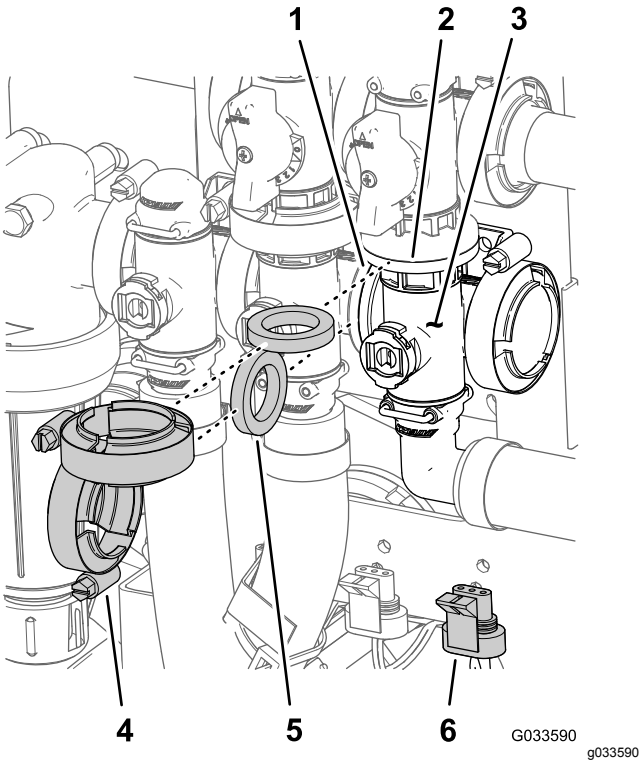

Figur 114
1. Fjern flensklemmene og pakningene som fester manifolden for hovedbomventilen (Figur 114) til omløpsventilen for hovedbommen, risteventilen og 90 graders flensvinkelrøret (på enden av slangen til strømningsmåleren).